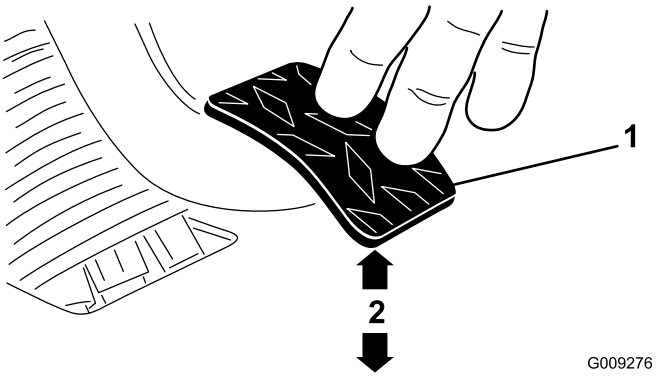

**Figur 66**
3. Juster kontramøtrikkerne eller kugleleddet, indtil bagsiden af koblingspedalens bagkant er 9,5 ± 0,3 cm fra toppen af gulvpladens diamantmønster, når der trykkes på pedalen med en kraft på 1,8 kg (Figur 66).